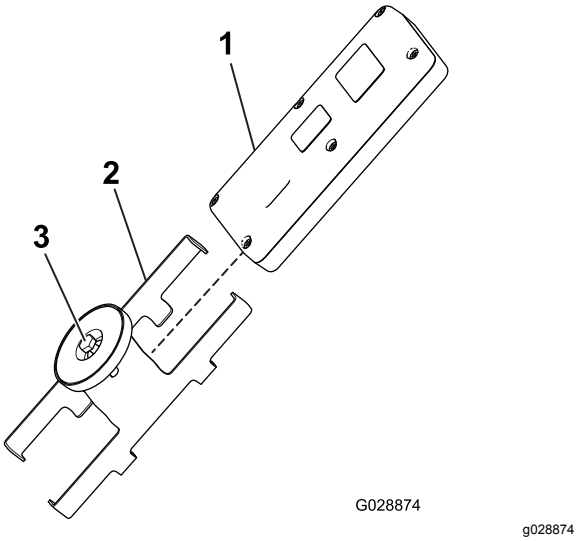

Figur 19
5. Monter den håndholdte fjernkontrollen i den magnetiske fjernkontrollbraketten, skyv halvdelene sammen for å sikre fjernkontrollen, og stram bolten i magneten (Figur 19).